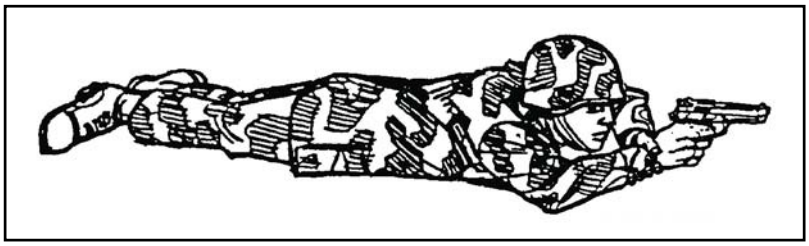

Figure 071-004-0006-6. Prone position
b. Standing-with-support (figure 071-004-0006-7). To assume this position--
(1) Use available cover for support. For example, stand behind a tree or wall.
(2) Stand behind a barricade, with your firing side in line with the edge of the barricade.